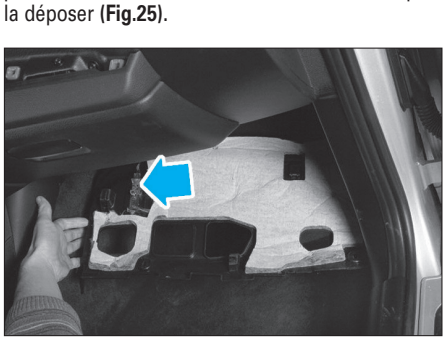

Fig. 25
• Abaisser la garniture inférieure de boîte à gants pour débrancher tous les connecteurs visibles puis la déposer **(Fig.25)**.